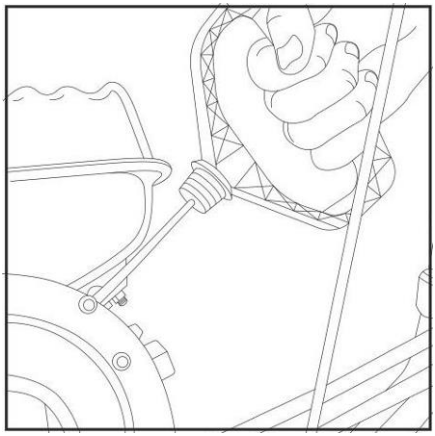

Рис. 12
8. Потяните за ручку стартера (Рис. 12), пока не почувствуете сопротивление, затем медленно опустите ручку стартера вниз. Снова медленно потяните за ручку стартера и как только почувствуете